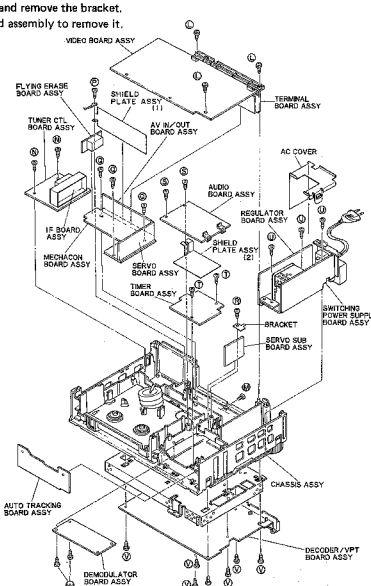

Fig. 1-1-2
1.1.2 Circuit boards (See Fig. 1-1-2)